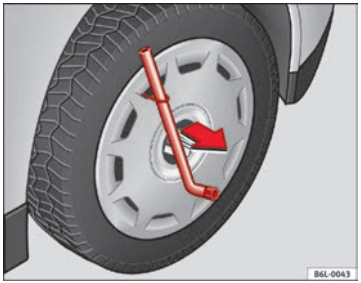

Fig. 146 Remove the complete hub cap
– Remove the wheel cover using the wire hook ⇒ Fig. 146.